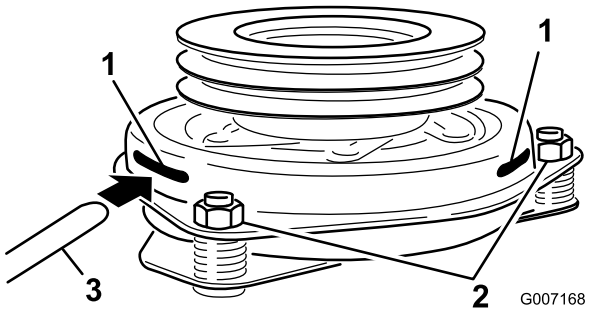

Figur 54
den er placeret mellem armaturet og rotorens friktionsoverflader (Figur 54).
10. Tilspænd låsemøtrikkerne, indtil søgeren binder let, men den kan let flyttes inden for luftgabet (Figur 54).